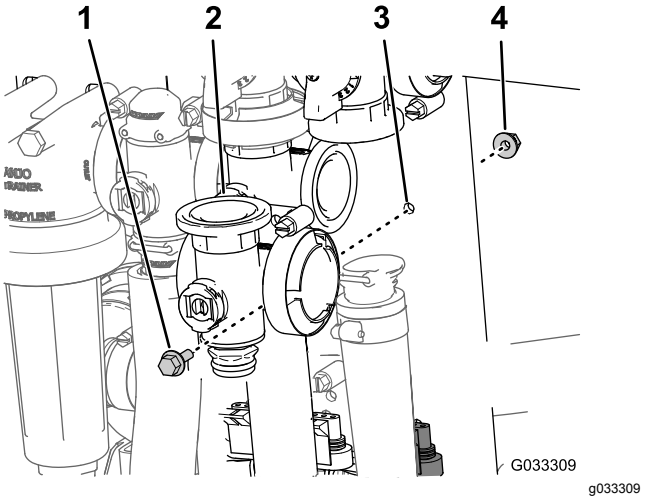

Rysunek 67
3. Odkręć śrubę kołnierzową i nakrętkę zabezpieczającą kołnierzową mocujące nadrzędny zawór sterowania zraszaniem do jego wspornika, a następnie odkręć rozgałęźnik zaworu od maszyny (Rysunek 67).